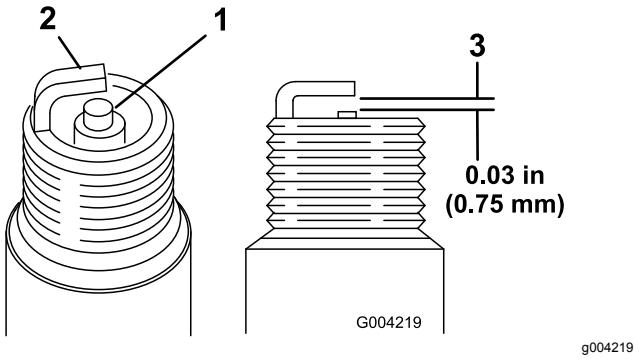

**Figur 16**
1. Titta mitt på båda tändstiften (Figur 16). Om isolatorn är ljust brun eller grå fungerar motorn korrekt. En svart beläggning på isolatorn betyder vanligen att luftrenaren är smutsig.
2. Kontrollera avståndet mellan mitt- och sidoelektroderna (Figur 16).
3. Böj sidoelektroden (Figur 16) om avståndet är felaktigt.